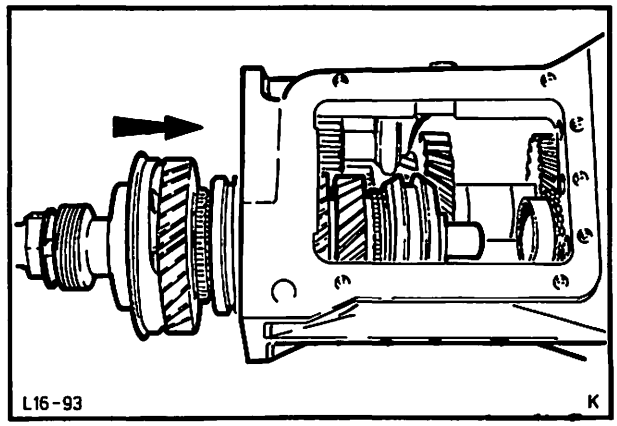

Abb. 111 Hauptwelle montieren
45. Komplette Hauptwelle in das Getriebegehäuse einsetzen, Abb. 111. Anschließend Getriebegehäuse am Montageständer um 180° schwenken, um den Vorgelegezahnradblock mit der Haupt- und Antriebswelle in Eingriff zu bringen. Sicherstellen, daß beide Druckscheiben richtig sitzen.